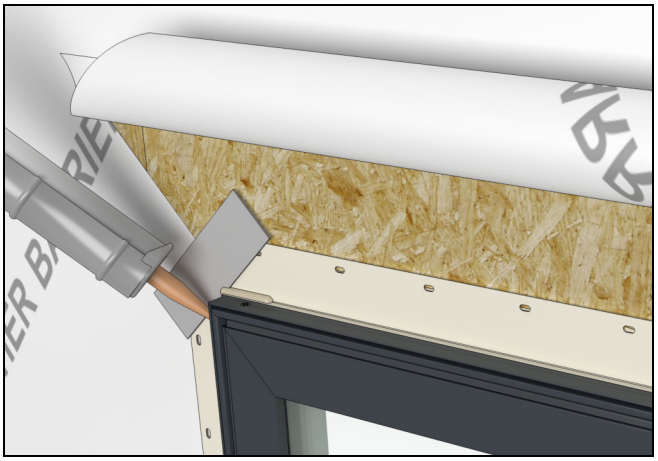

Figure 49
3. Apply a bead of sealant between the gasket and the window exterior. Tool the sealant out. See Figure 49.